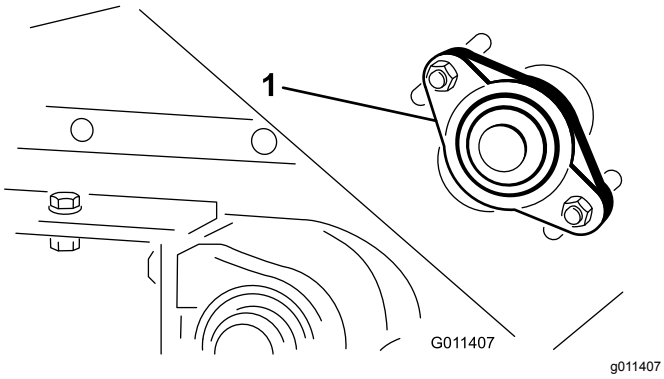

Figur 22
1. Lossa på muttrarna som fäster lagerhuset (Figur 22) på maskinens högra sida.